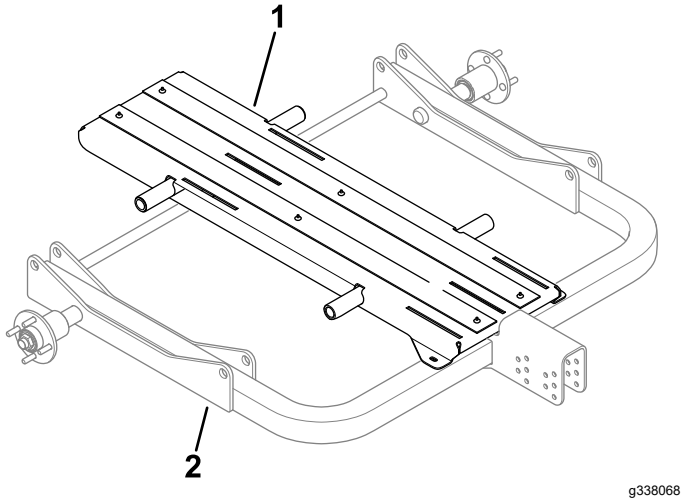

Figur 18
1. Placera mittstödet på huvudramen enligt Figur 18.